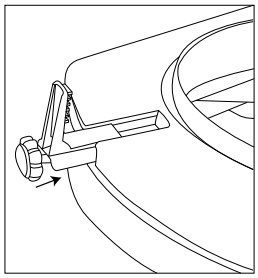

Figure 2
3. Insert one of the brackets with the screw inserted into the slot on the side of the seat. **(Figure 2)**